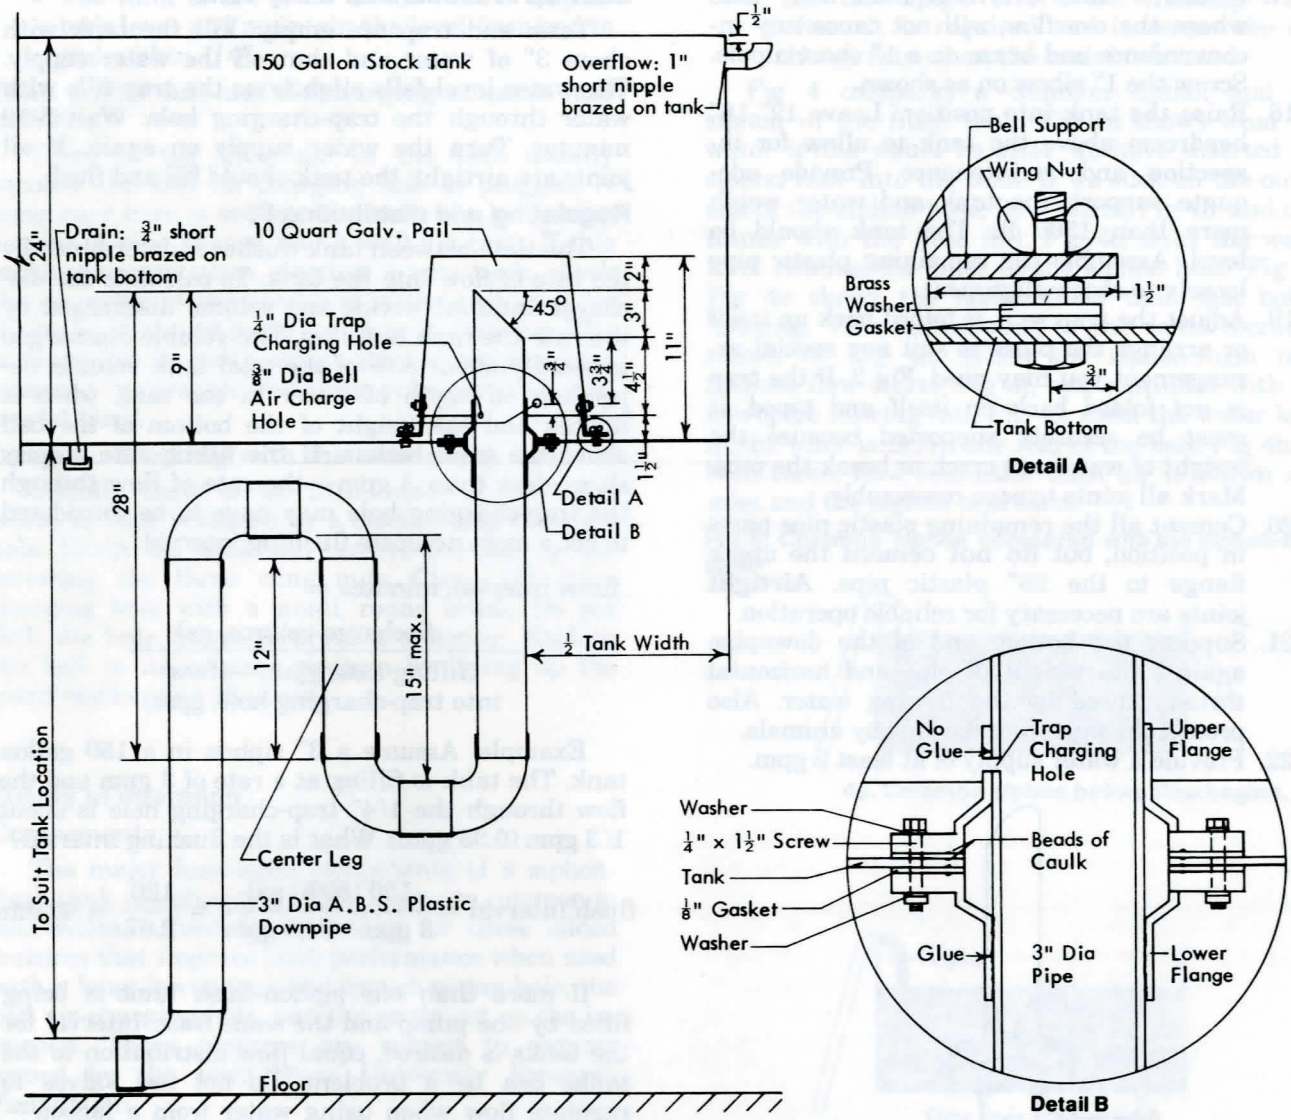
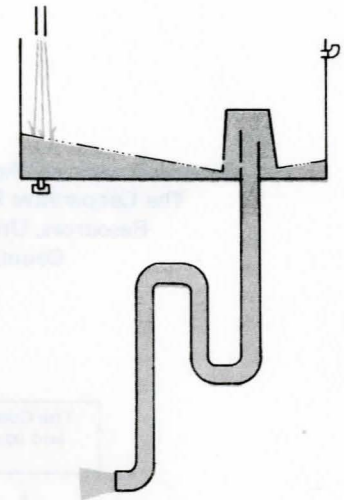
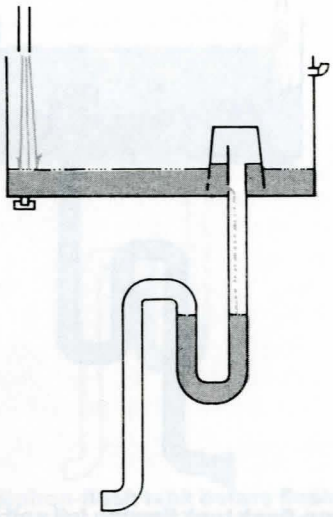

Fig 2. Details of a siphon-flush tank using a 3" siphon in a 150 gal tank.
Fig 8. Gradient (exaggerated) on the tank-water surface during discharge.
Fig 9. The air-charging hole in the bell may become submerged at the end of a flush causing the siphon to malfunction.
Assembly, Fig 2
5. Cut one gasket to match the closet flange and its holes, put a ring of caulking compound on both sides of this gasket as shown in Fig 2.
12. When the cement is set, drill the trap-charging hole as shown in Fig 2; this hole is 1½" above the tank bottom and should face the long part of the tank for easier access if it plugs.
14. Drill a 3/8" air-charging hole in the bucket as shown in Fig 2.
15. Mark or paint one point on the outside of the closed end of the bucket and on the upper rim of the tank, so the bucket can always be correctly located on the 3 supports. Center the bucket in its correct position in the tank; drill 3-1/4" mounting holes in the tank, and fix the bucket in position with cap screws as shown in the detail of Fig 2. The wing nuts are only finger tightened to allow removal of the bell for maintenance.
We can predict the water rise in the bell as the water falls in the first leg of the trap. Essentially, there are two linked "pistons"; one is the bell (bucket area minus intrusion pipe area), the other is the intrusion pipe. A 10 qt bucket is approximately a 10" dia (78 sq in.) cylinder and the 3" pipe cylinder is about 8 sq in. total and 7 sq in. inside. The ratio of the areas of the two "pistons" is about (78-8):7 or 10:1. Therefore, a drop of 1" in the water level in the first trap leg corresponds to a rise of 1/10" in the bell. In the siphon in Fig 2, the maximum water level difference is 15", so the rise in water level expected in the bell is about 1½" before the tank is ready to flush. To avoid early flushing of this size siphon-flush tank, the vertical distance between the bell air-charging hole and the
As a tank discharges, the water surface in the tank does not remain flat because a gradient (difference in elevation) is required to move water from the perimeter of the tank to the bell. Fig 8. When the siphon is broken and the tank stops discharging, the gradient disappears and the water level again becomes horizontal. The water returning to the horizontal level can submerge the air-charging hole before the bell has filled with air. Fig 9. The 3/4" distance between the bell rim and the air-charging hole in Fig 2 is adequate for a 150 gal tank but may not be adequate for larger ones.